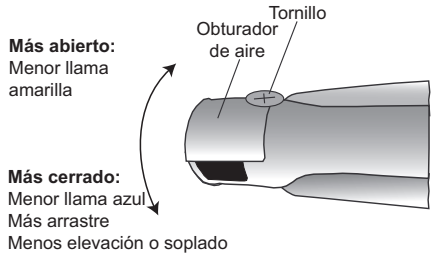

Figura 5: Ajuste del respiradero para asar con calor directo
1. Afloje el tornillo y gire el respiradero. Cierre el respiradero si la llama está levantando la hornilla o saliéndose de esta, o si no se está extendiendo sobre esta; abra el respiradero si es demasiado amarilla. (Consulte la Figura 5). Ajuste el tornillo.